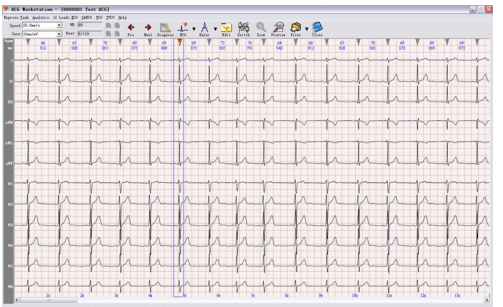

Figura 70
- **"Edit"** (Come mostrato in Figura 70): per modificare gli attributi del battito scelto. Verrà quindi visualizzato un rettangolo blu, nel quale si troverà l'onda attualmente selezionata. Premere i tasti corrispondenti ---"V", "S", "L", "O", "D","P", "N" per modificare le proprietà dell'onda. Il significato dei tasti è il seguente: "S": APB, "V": VPB, "L": Intervallo Lungo, "O": Interferenza, "P": Pacemaker, "D": Elimina, "N": Normale. Possono inoltre essere aggiunti battiti.